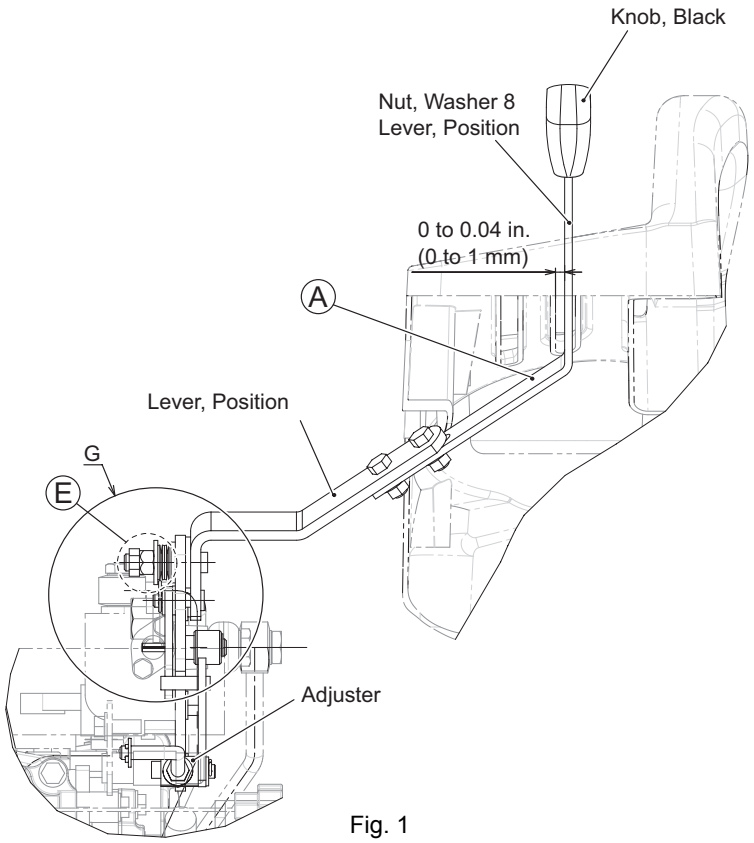

Fig. 1
1. Raise position lever (Fig. 1, (A)) to its upper limit.